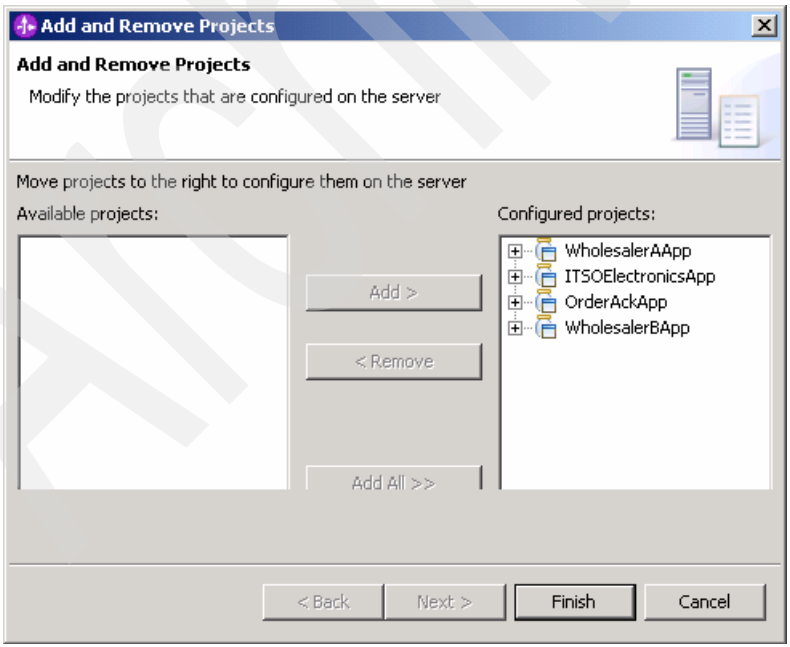

Figure 10-94 Add and Remove Projects window
c. In the Add and Remove Project window (Figure 10-94), click **Add All** to add all projects to the test environment server. Then click **Finish**. The projects are now deployed to the server.